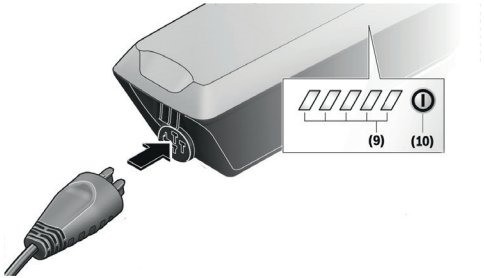

Afbeelding 32: Steek de laadstekker in de laadaansluiting op de accu
4. Steek de laadstekker **31** van de acculader in de aansluiting (zie afbeelding 32) op de accu.